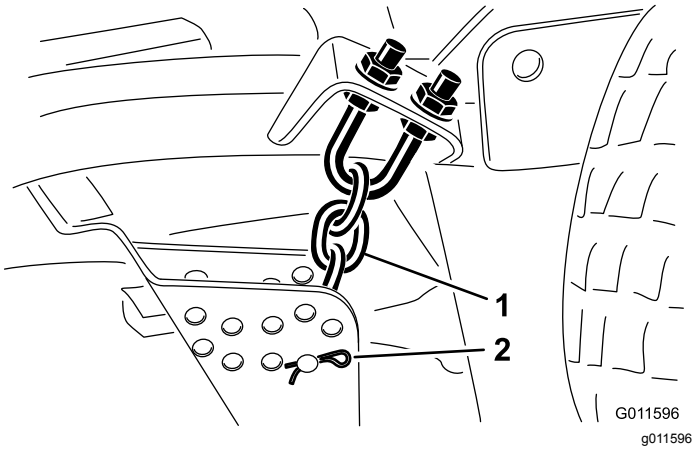

Figur 20
5. Fjern hårnålssplinten og splittpinnen som fester klippehøydekjedene til bakre del av klippeenheten (Figur 20).